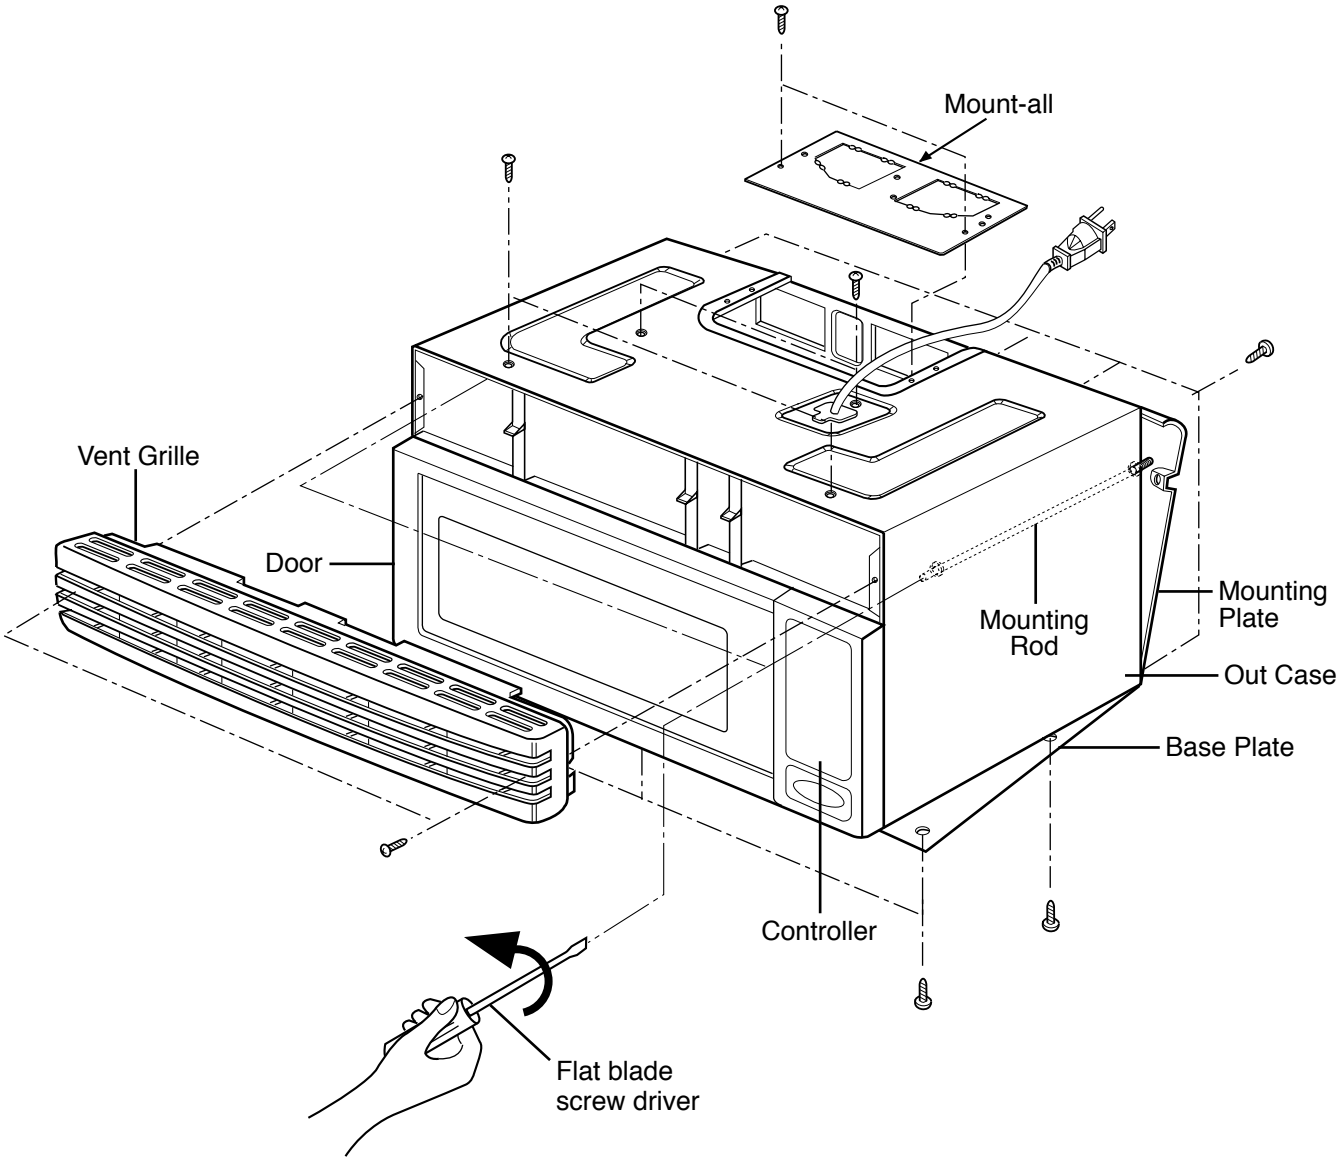

Figure 8
B. REMOVING THE OUT CASE(Figure 8)
(1) Remove the vent grille by removing two screws securing it to the front of out case.
(2) Remove four screws securing it to the air duct. (On the top plate of out case)
(3) Remove the mounting plate by turning the two mounting rods securing itself.
(4) Remove two screws securing them to the out case on the base plate. (Remove the mount-all from the out case by removing two screws securing it to the out case.)
(5) Remove four screws securing them to the back plate.
(6) Slap the both side of out case backward by 1~2 inches.
(7) Disconnect the power cord connector from the noise filter and remove the earth screw.
(8) Remove the out case with pushing it backward completely.